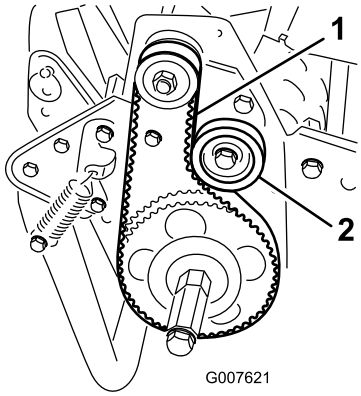

Figuur 38
2. Controleer de spanning door de riem midden tussen de poelies (Figuur 38) in te drukken met een kracht van ongeveer 18-22 N De riem moet een speling van 6 mm hebben.
A. Maak de montagemoer van de spanpoelie los en draai de spanpoelie rechtsom tegen de achterzijde van de riem totdat de riem de vereiste spanning heeft (Figuur 38).